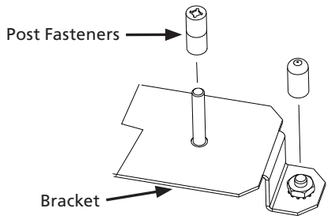

Figure 18
2. Secure the screws using two plastic post fasteners per screw. Slide bracket over mounting stubs and fasten lock nuts to secure **(Figure 18)**.